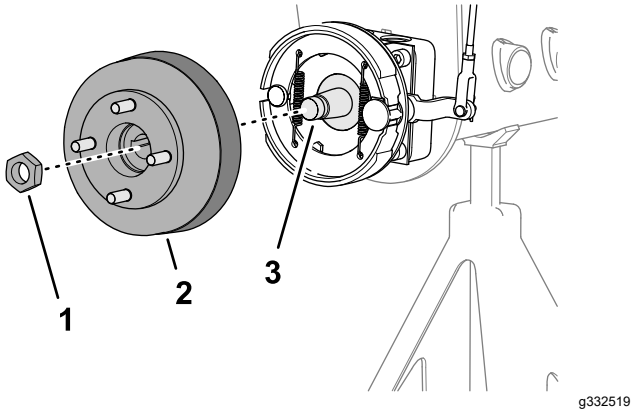
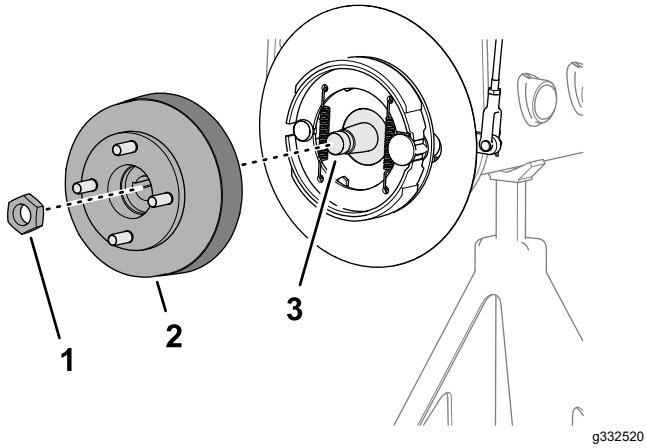

Figur 64
Figur 65
1. Ta bort låsmuttern som fäster navet på hjulmotoraxeln (Figur 64 eller Figur 65).
4. Använd den angivna hjulnavsavdragaren för att ta bort hjulnavet och bromstrumman från hjulmotoraxeln (Figur 64 eller Figur 65).